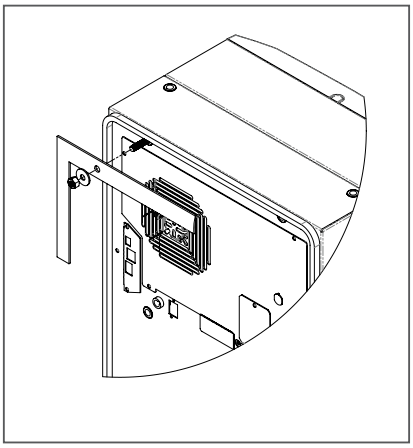

Figure 2
2. Vissez les vis pointeau fournies dans les écrous borgnes situés à l'arrière de l'unité (voir la Figure 2).